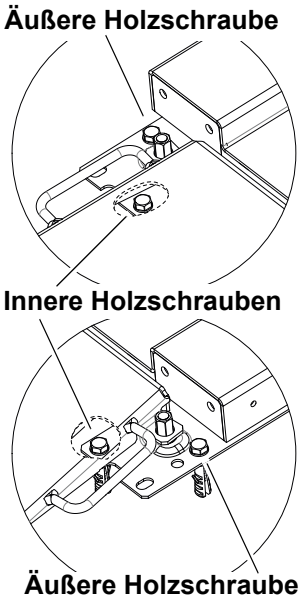

Abb. 10 Über Kreuz verschraubte Holzschrauben
5. **Für äußere Holzschrauben pro Zentrierblech einmal bohren (siehe** Abb. 10, S. 21**).**
8. **Für innere Holzschrauben pro Zentrierblech einmal bohren (siehe** Abb. 10, S. 21**).**
9. **Zentrierbleche mit Holzschrauben und Dübeln im Boden festschrauben (siehe** Abb. 10, S. 21**).**